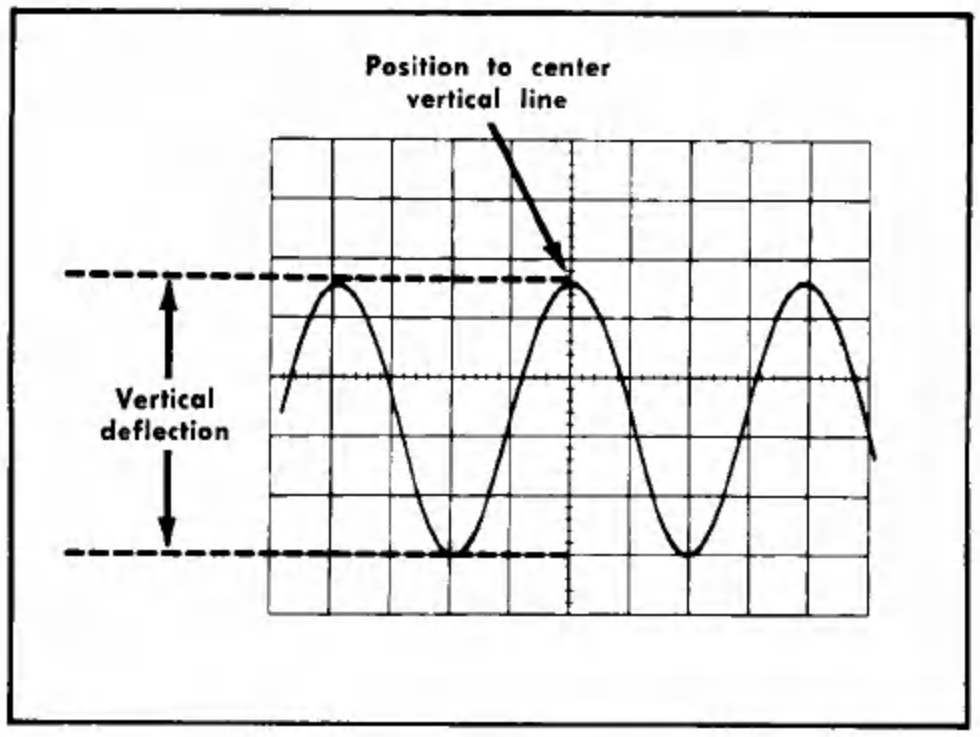

Fig. 2-2. Measuring peak-to-peak voltage of a waveform.
4. Turn the vertical Position control so the lower portion of the waveform coincides with one of the graticule lines below the center horizontal line, and the top of the waveform is in the viewing area. Move the display with the horizontal Position control so one of the upper peaks is aligned with the center vertical reference line (see Fig. 2-2).